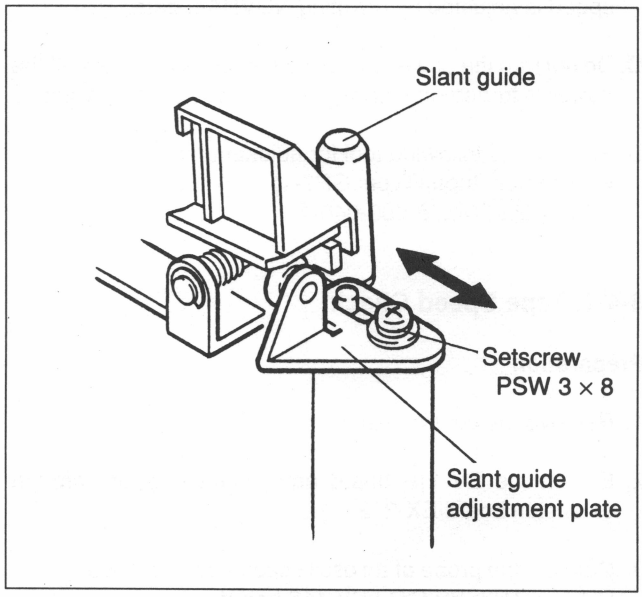

Fig. 8-3-5. Slant Guide Adjustment
* When performing the tracking adjustment, adjust the guide inclination in accordance with the procedure below. (Fig. 8-3-5)
(1) Loosen the setscrew of a slant guide adjustment plate.
(2) Put the machine into the REC mode.
(3) Move the slant guide adjustment plate before and behind and adjust the inclination.
(4) Tighten the setscrew.